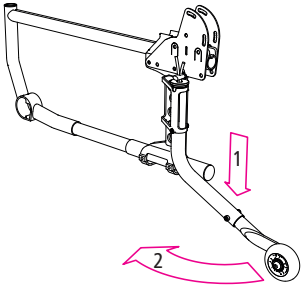

afb. 21
1. Druk met de hand het anti-kiepwiel omlaag (1, afb. 21).
2. Het anti-kiepwiel kan nu naar binnen worden gedraaid (2, afb. 21).